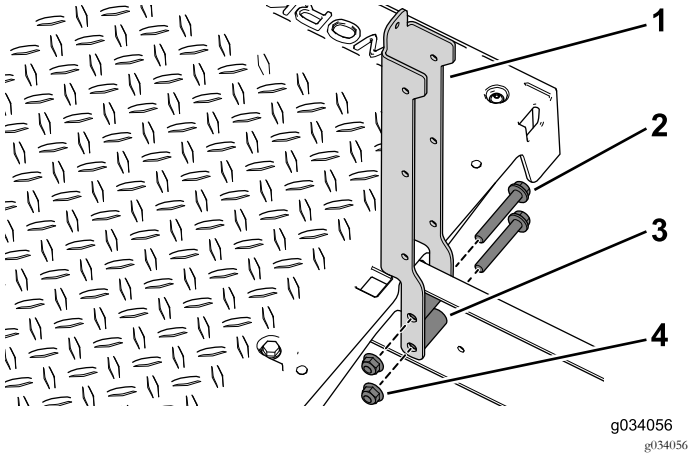

Рисунок 39
3. С помощью 4 фланцевых болтов (3/8 x 2-1/2 дюйма), проставок и фланцевых гаек прикрепите левую и правую опоры сиденья к автомобилю (Рисунок 39).